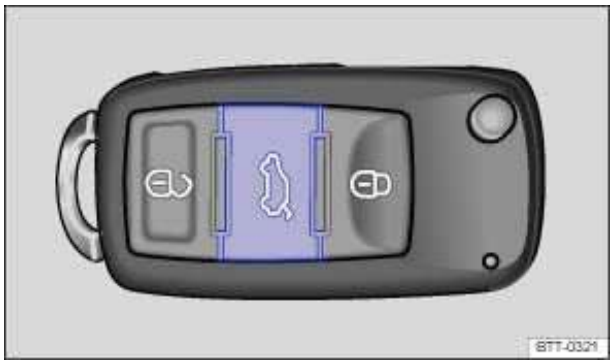

Fig. 25 In the remote control vehicle key: Button to unlock and open the rear hatch.
- Briefly press the button on the remote control vehicle key ⇒ fig. 25 to *unlock* the rear hatch.